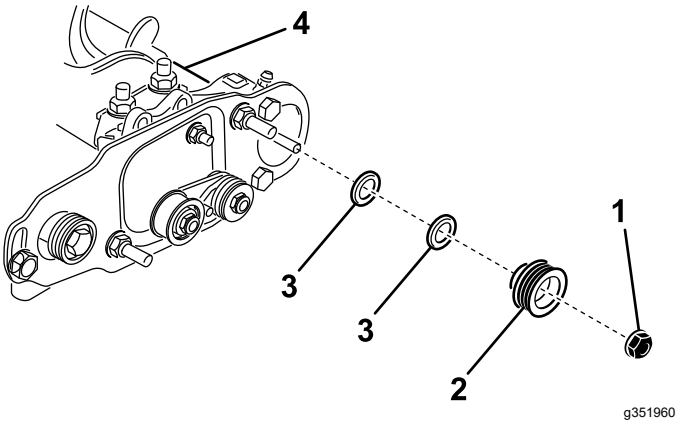

**Figur 25**
3. Ta bort låsmuttern som fäster den drivna skivan vid borstaxeln (Figur 24 eller Figur 25).
4. Ta bort den drivna skivan från axeln (Figur 25).
5. Om skivan behöver flyttas ut lägger du till en 0,8 mm tjock bricka (Figur 25).